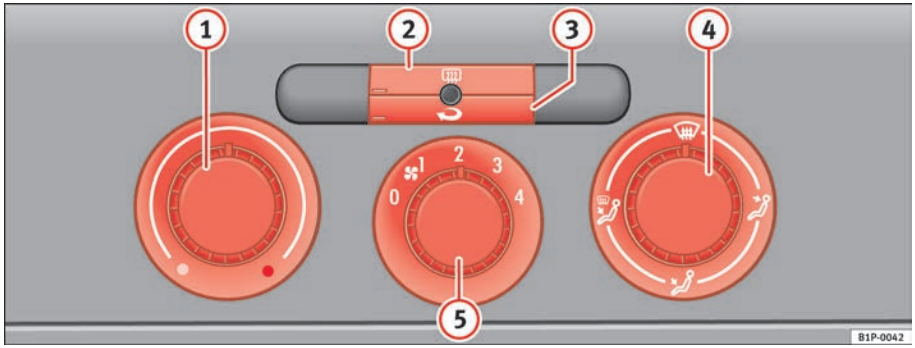

Fig. 107 On the dash panel: Heater controls
– Using the controls ⇒ fig. 107 (1) and (4) and the control (5) you can set the temperature, air distribution and the fan speed.
– To switch a function on or off, press the appropriate button (2) or (3). When the function is activated, the display window in the lower left of the button is lit.